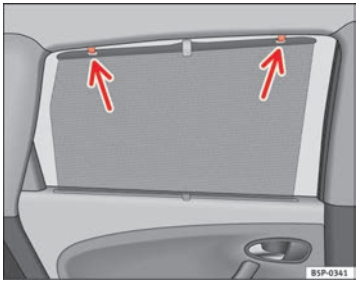

Fig. 85 Rear door sun visor
– Pull out the visor and hook it onto the hooks at the top of the door frame ⇒ page 129, fig. 85. ■